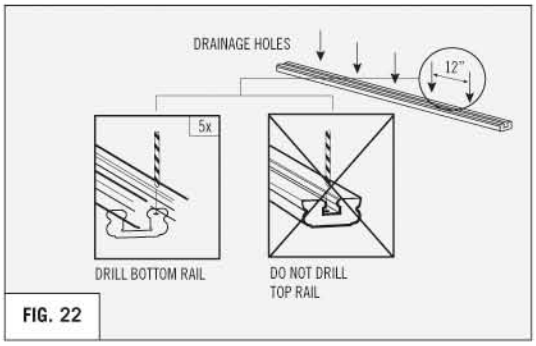

FIG. 22
2. Drill 1/4" drainage holes every 12" in the bottom rail. **(REFER TO FIG. 22)**